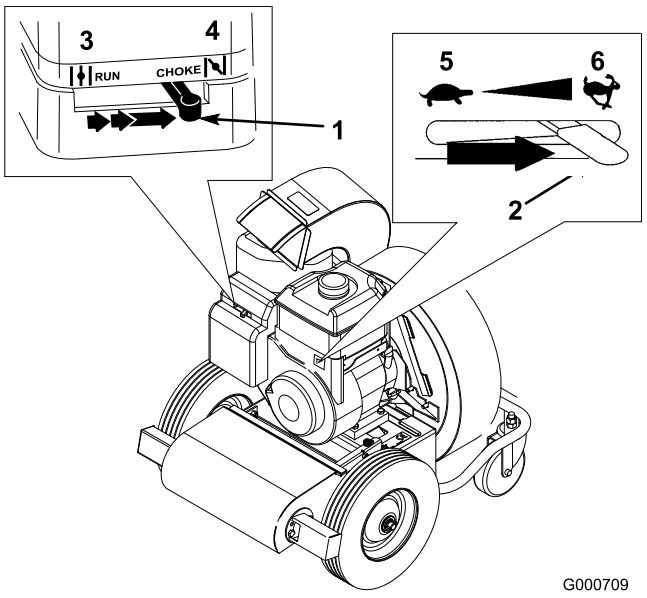

Figur 16
1. Flyt chokerhåndtaget (placeret på venstre side af motoren) til chokerposition (Figur 16).
2. Flyt gashåndtaget (placeret på højre side af motoren) til positionen FAST (hurtig) (Figur 16).
4. Efterhånden som motoren varmes op, flyttes chokerhåndtaget langsomt til positionen Off (fra) (Figur 16).
Flyt gashåndtaget helt over til venstre til positionen SLOW (langsom) (Figur 16).